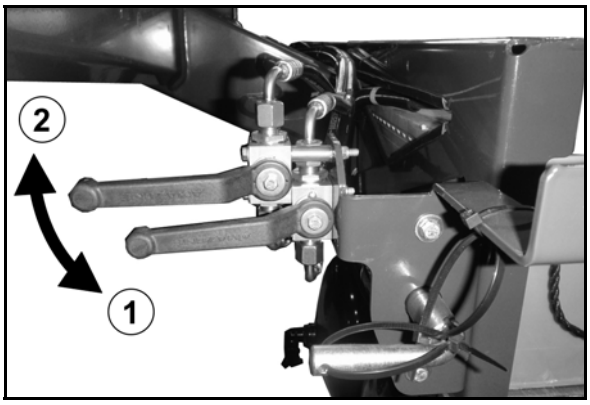

Rys. 23
- Otworzyć zawory odcinające na bloku hydraulicznym (Rys. 23/1).
- Zamknąć zawory odcinające (Rys. 23/2):